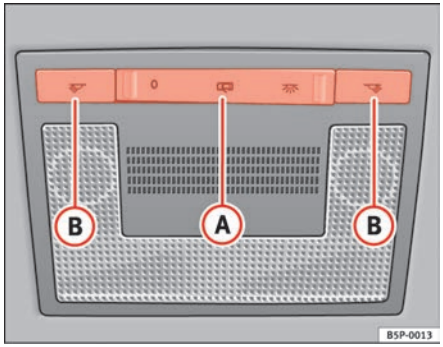

Fig. 80 Interior roof trim: front interior lights
The switch ⇒ fig. 80 (A) is used to select the following positions:
Push the switch to the position O ⇒ fig. 80.